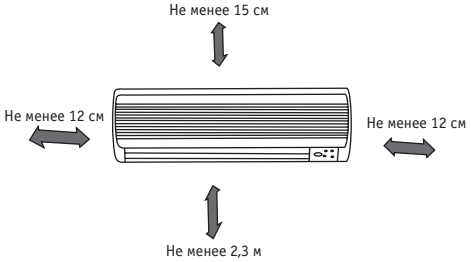

Рис. 1
1. Выполните разметку под отверстия в соответствии со схемой, представленной на Рис. 1. Просверлите одно отверстие (∅ 65 мм) с небольшим уклоном к наружной поверхности стены.